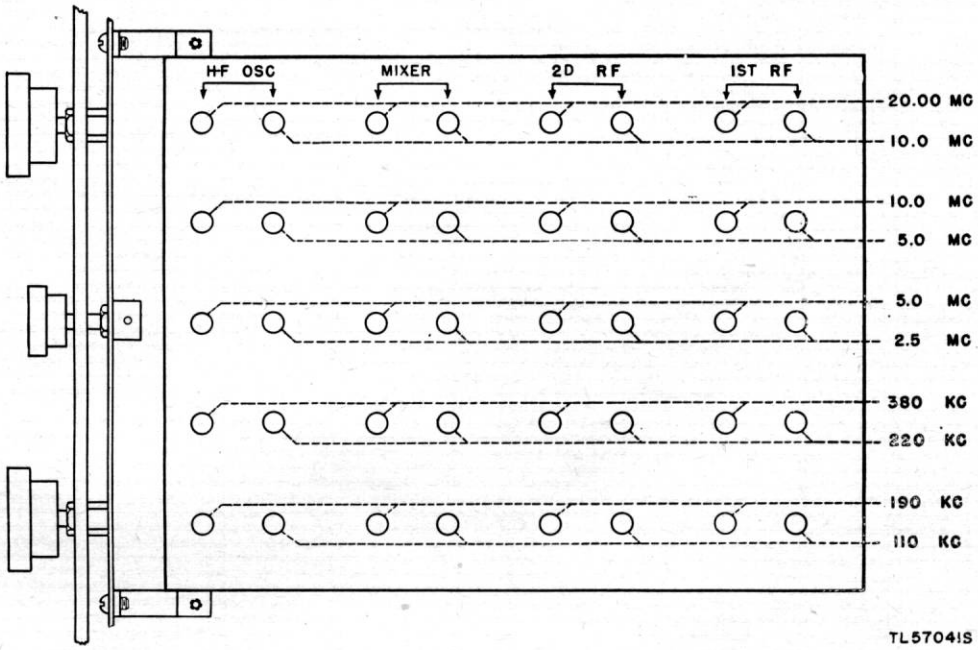
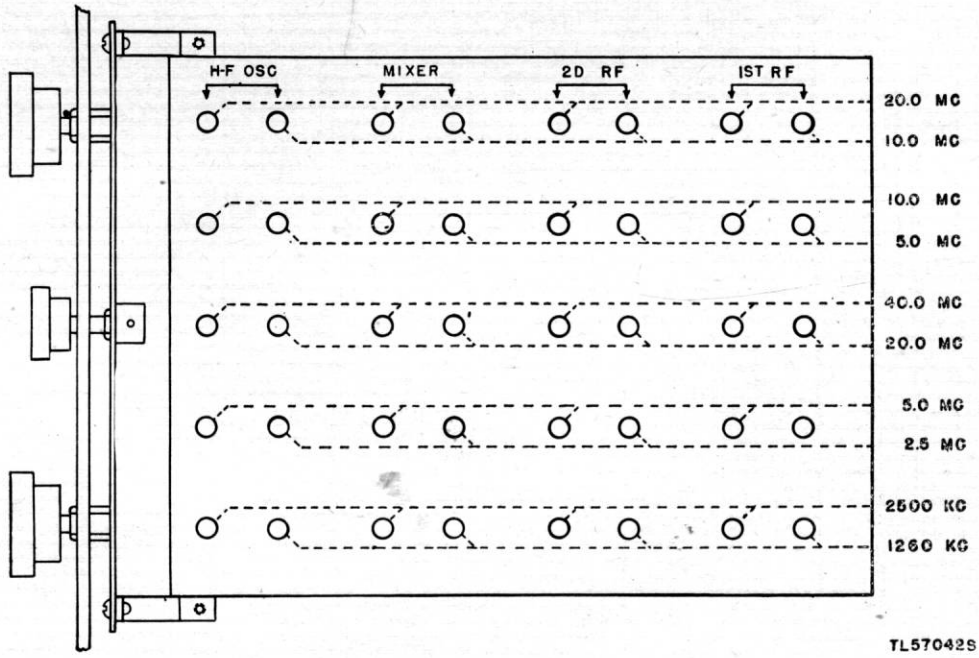

Figure 46. Radio Receiver BC-779-(*), alinement chart.
Figure 47. Radio Receiver BC-794-(*), alinement chart.
shown in figures 46, 47, 48, and 49, respectively. If necessary, the second harmonic can generally be used when the fundamental frequency is not available. For example, a signal generator covering all frequencies from 100 kc to 20 mc, in addition to being ideal for checking Radio Receiver BC–779–(*), could be used to check Radio Receiver BC–794–(*), by using the second harmonic of 20 mc instead of the 40 mc called for in figure 47. The signal generator should have an output of about 100 microvolts and an output impedance of approximately 100 ohms for best results when alining the r-f and h-f oscillator circuits. For i-f alinement these values are not critical. The frequency calibration of the signal generator is extremely important in order that the receiver dial calibration be correct.
b. To correct dial calibration, refer to an alinement chart, figure 46, 47, 48, or 49 for the location of the h-f oscillator adjustments as well as the signal frequencies at which the settings should be made. If the 2.5- to 5.0-mc band is to be corrected, the signal generator may be *accurately* set to 2.5 mc and its second harmonic (if strong enough) used for the 5.0-mc end of the band. In either case, whether the 5.0-mc frequency is the fundamental or second harmonic, the 5.0-mc frequency *must* be accurate. This requires that the setting of the signal generator be accurately adjusted by the use of a frequency meter as described in paragraph 94. The output of the signal generator should be unmodulated and the SIGNAL MOD-CW switch on the receiver turned to CW. Set the BEAT OSCILLATOR control at 0, the AUDIO GAIN at 10, and the AVC-MANUAL switch on MANUAL. Disconnect the output meter and use headphones or loudspeaker to make the necessary adjustments by the zero beat method. Connect the signal generator to the antenna terminals for this test.
c. Set the receiver MAIN TUNING dial to the 5.0-mc end and then tune it to zero beat with the 5.0-mc output of the accurately calibrated signal generator. Notice the approximate dial error. Then turn the MAIN TUNING dial slightly toward the 5.0-mc calibration line until the beat note rises to a high pitch. Do not turn the dial far enough to raise the beat note so high that you cannot hear it. With the alinement screw driver adjust the trimmer capacitor marked H-F OSC–5.0 MC (fig. 46, 47,
48, or 49) until the beat note is again zero. Turn the MAIN TUNING dial still farther toward the 5.0-mc line and make a further adjustment of the trimmer capacitor to return to zero beat. Repeat this procedure as many times as necessary to bring the dial to exactly 5.0 mc. (It is evident that the dial could be set at once on exactly 5.0 mc and the trimmer turned enough at one time to produce zero beat, but the step-by-step method is recommended). Accurately set the signal generator to 2.5 mc by calibrating it with the frequency meter. Then tune in the 2.5-mc signal at the l-f end of the MAIN TUNING dial and correct the calibration step-by-step, as before, using the inductance trimming adjustment H-F OSC-2.5 MC (fig. 46, 47, 48, or 49). Accurately set the signal generator for an output of 5 mc again, and tune the receiver to this frequency. It will be found that the adjustment of the inductance at 2.5 mc has changed the correction previously made at 5.0 mc. This is perfectly normal, because an adjustment at one end of the dial also affects the other end of the band. It will therefore be necessary to go back and forth several times from 2.5 to 5.0 mc in order to bring both ends of the dial scale into exact agreement with the signal frequency. Be sure that the signal generator is always *accurately* set.
c. Starting with the 2.5- to 5.0-mc band, set the MAIN TUNING dial at 5.0 mc (band spread dial at 100) and adjust the frequency of the signal generator for peak deflection of the output meter. Then check and adjust the setting of the trimmer marked MIXER and 5.0 MC in figure 46, 47, 48, or 49 for maximum reading on the output meter. Repeat this procedure on trimmers indicated as 2D RF and 1ST RF in the same row. If readjustments on one of these settings result in a sizable increase in output meter reading, slightly alter the SENSITIVITY control to reduce the reading to half-scale. After each adjustment check the tuning of the receiver to make sure that the test signal is still accurately tuned. The BAND SPREAD control may be used as a vernier for this purpose in those bands in which it operates (par. 15*c*). *This tuning check is extremely important at the high end of the 10- to 20-mc and 20- to 40-mc bands where there is some slight interaction between the mixer and h-f oscillator circuit.* After checking the three trimmers at the high end of this band, turn the MAIN TUNING dial to 2.5 mc and retune the signal generator to suit. Then check the three inductance adjuster settings marked 2.5 mc in the same row. Since adjustments at one end of a band also affect the other end of that band, it will be necessary to repeat the above procedure until no further improvement can be secured. The number of repetitions necessary will depend on how much mistuning existed to start with. Check the rest of the bands in the same manner.